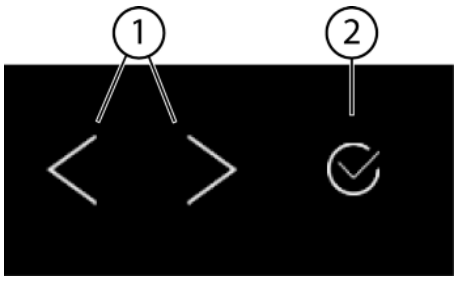
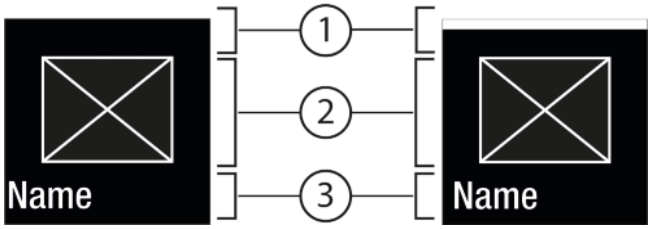
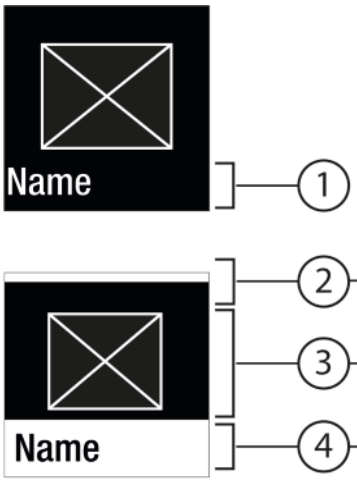

Fig. 5
Fig. 6
Fig. 7
(1) Navigation arrow left/ right
(2) Confirm
Navigation arrow left/right *Fig. 5 (1)*:
Confirm *Fig. 5 (2)*:
- Press the left/right *Fig. 5 (1)* arrow to navigate.
- Press Confirm *Fig. 5 (2)* to activate *Fig. 6 (1)* / deactivate *Fig. 6 (1)* the function.
- Press Confirm *Fig. 5 (2)* to open the submenu *Fig. 7 (4)*.
- Set a new value: Press Confirm *Fig. 5 (2)* to select an active value *Fig. 6 (1)*.
- Back to the menu: Press Confirm *Fig. 5 (2)* to select the active value *Fig. 6 (2)*.
▶ Press the navigation arrows *Fig. 5 (1)* until the appears.
▶ Press Confirm *Fig. 5 (2)*.
▶ Press the navigation arrows *Fig. 5 (1)* until the function appears.
▶ Press the navigation arrows *Fig. 5 (1)* to select the setting value.
▷ Status: On *Fig. 6 (1)* appears briefly in the submenu *Fig. 7 (4)*.
▶ Press the navigation arrows *Fig. 5 (1)* until Settings appears.
▶ Press the navigation arrows *Fig. 5 (1)* until you see the setting you want.